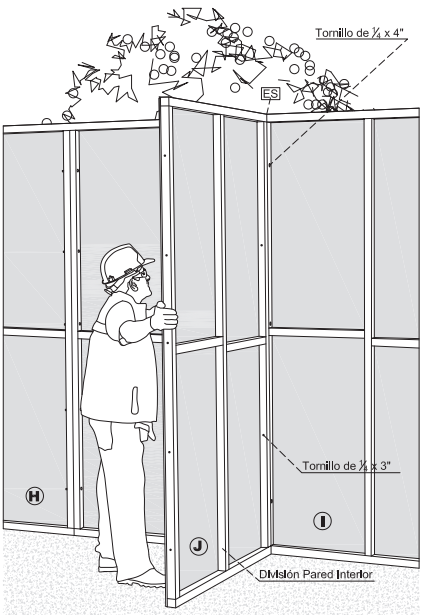

Fig. 29
* Fije un elemento esquinero al panel paso (H) y a continuación fije otro panel paso (I) pasando 3 tornillos de ¼ x 4" a través de las tres perforaciones ver pág. 20.
* Una vez realice la fijación de los tornillos ubique un panel paso (J) de forma perpendicular a la pared para generar la división interior fig. 29.